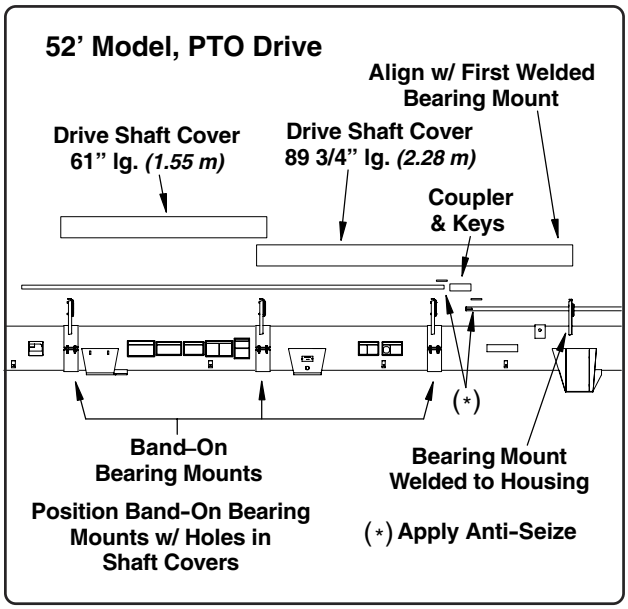

Fig. 27A
1. Loosely fasten the band-on bearing mounts onto the auger housing at the approximate locations shown in Fig. 27A **(the bearings will face towards the discharge end of the auger).**